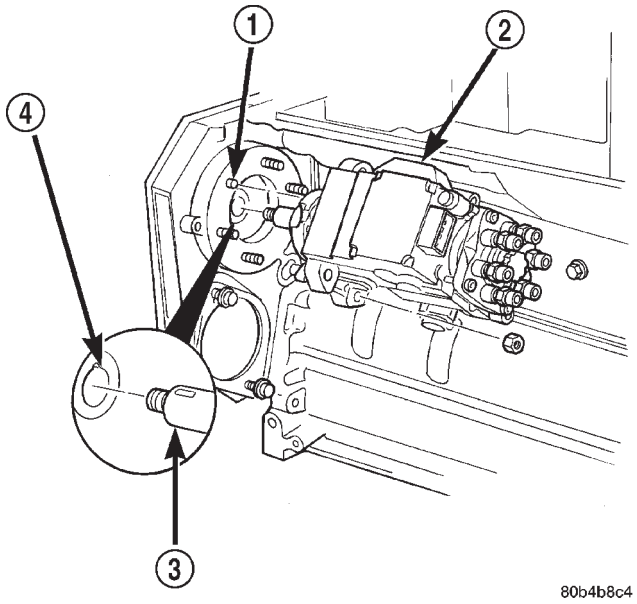

Fig. 42 Injection Pump Installation
The machined tapers on both injection pump shaft and injection pump gear (Fig. 42) must be absolutely dry, clean and free of any dirt or oil film. This will ensure proper gear-to-shaft tightening.
(5) Clean pump gear and pump shaft at machined tapers (Fig. 42) with an evaporative type cleaner such as brake cleaner.
(7) Position pump assembly to mounting flange on gear cover while aligning injection pump shaft through back of injection pump gear. When installing pump, dowel (Fig. 42) on mounting flange must align to hole in front of pump.
(8) After pump is positioned flat to mounting flange, install four pump mounting nuts and tighten finger tight only. Do not attempt a final tightening at this time. **Do not attempt to tighten (pull) pump to gear cover using mounting nuts. Damage to pump or gear cover may occur. The pump must be positioned flat to its mounting flange before attempting to tighten mounting nuts.**
(9) To prevent damage or cracking of components, tighten nuts/bolts in the following sequence: